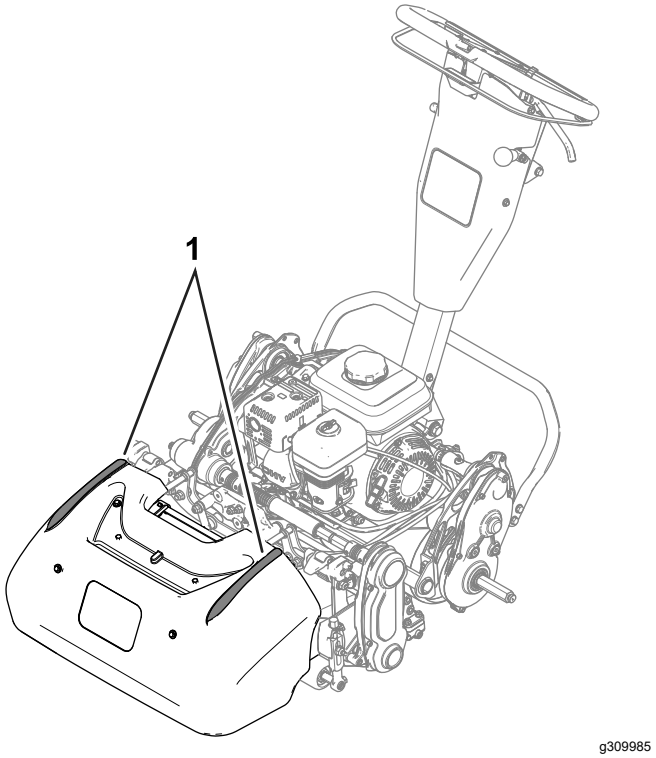

**Figure 20**
- Pour vous aider à travailler en ligne droite en travers du vert et à maintenir la machine à égale distance du bord de la passe précédente, servez-vous des bandes d'alignement sur le dessus du bac à herbe (Figure 20).